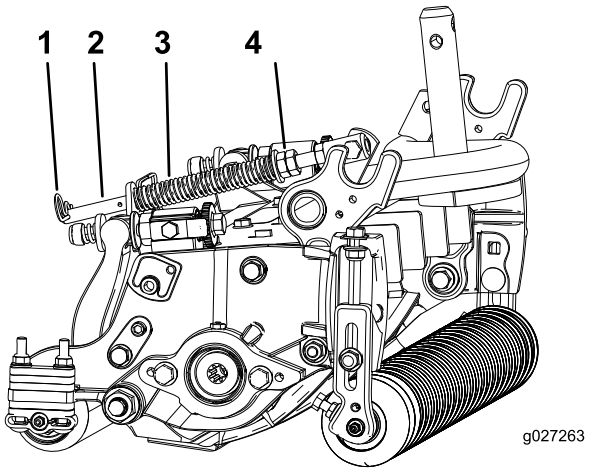

Figuur 19
1. Monteer de borgpen in de achterste opening in de veerstang (Figuur 19).
2. Draai de zeskantige moeren op het voorste uiteinde van de veerstang vast totdat de lengte van de samengedrukte veer 15,9 cm bedraagt (Figuur 19).